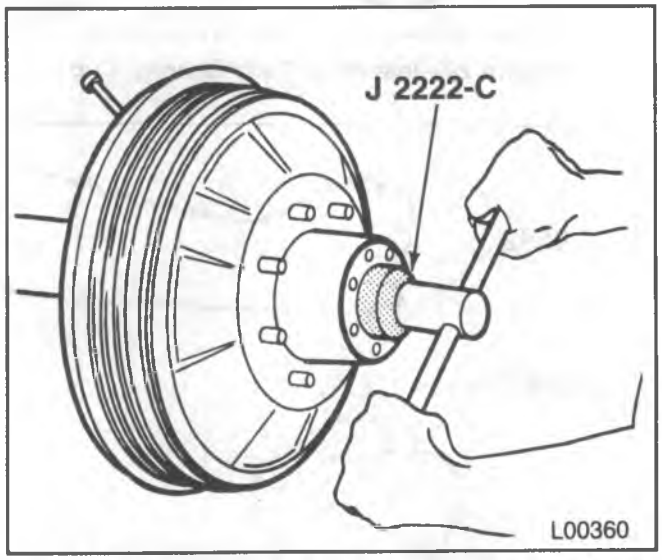

Figure 27—Removing or Installing Bearing Adjusting Nut
2. Axle shaft (52). Refer to "Axle Shaft Replacement" in this section.
3. Nut (40) using J 2222-C (figure 27), or retaining ring (56).
4. Lock (41) or key (57).
5. Adjusting nut (42 or 58). Refer to figure 27.
6. Washer (43).
- Apply a light coat of high melting point EP bearing lubricant to the contact surfaces and the outside of the axle tube (63). Refer to MAINTENANCE AND LUBRICATION (SEC. 0B).
2. Washer (43)
3. Adjusting nut (42 or 58). Refer to figure 27.
- Adjusting nut (42 or 58) to "Specifications" at the end of this section while turning the hub (49).
- Bend the tank to the flat of the adjusting nut (42) or insert the key (57).
5. Nut (40) or retaining ring (46). Refer to figure 27.